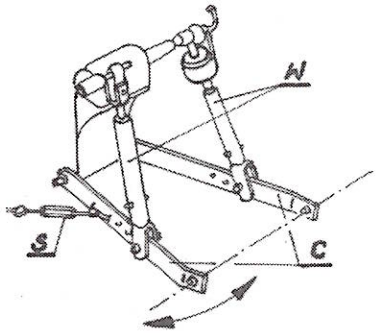

Rys. 7.
- wypoziomuj wstępnie pług w kierunku poprzecznym regulując długość wieszaków (W) układu hydraulicznego ciągnika. (rys. 7.)
Wypoziomuj pług w kierunku poprzecznym za pomocą wieszaków ciągnika (rys.7.)